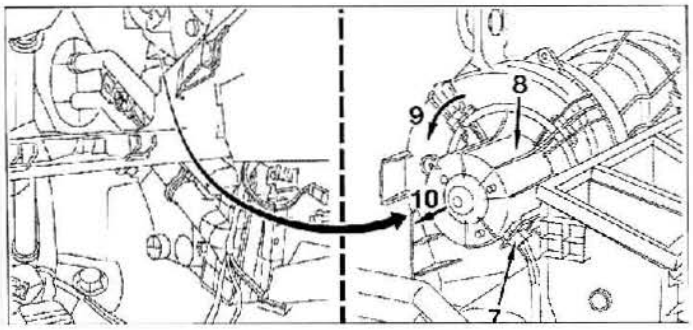

FIG. 13
• Desmontar el guarnecido de suelo (6).
• Desenchufar el conector (7) del ventilador (8) **(fig. 13)**.
• Girar el ventilador en sentido antihorario (9) para liberarlo de sus clips de sujeción.
• Desmontar el ventilador por simple tracción tirando del eje (10).